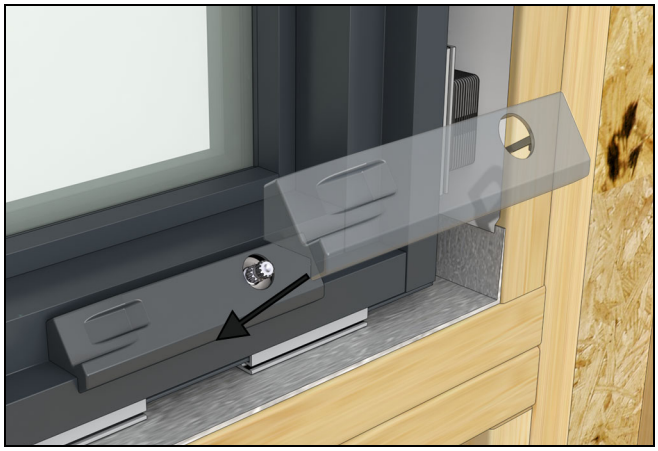

Figure 37
4. Install the crank hardware cover. Snap the cover on the base of the hardware. See Figure 37.